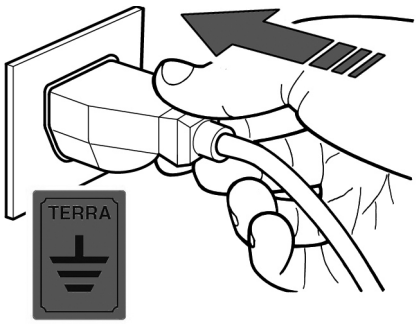

fig. 16
- E' obbligatorio che l'apparecchiatura completa sia collegata adeguatamente ad una efficiente presa a terra (fig.16).